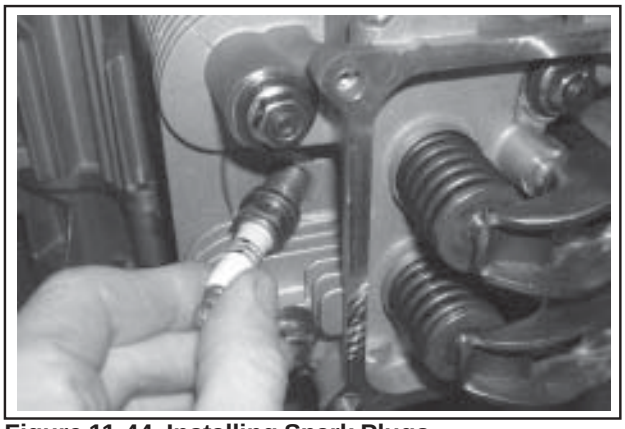

Figure 11-44. Installing Spark Plugs.
3. Install new plugs and torque to **24.4-29.8 N·m (18-22 ft. lb.**). See Figure 11-44.